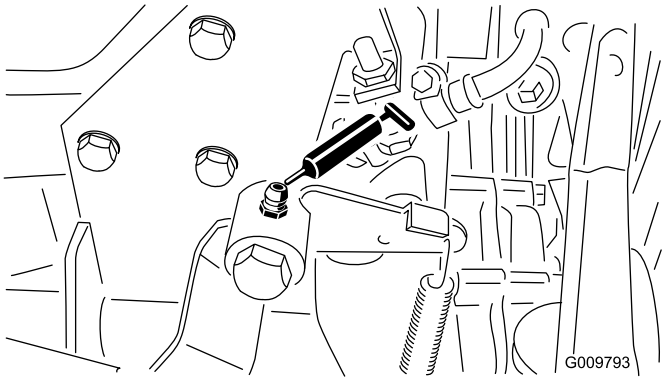

Figura 43
- Braço de elevação (1) (Figura 43)